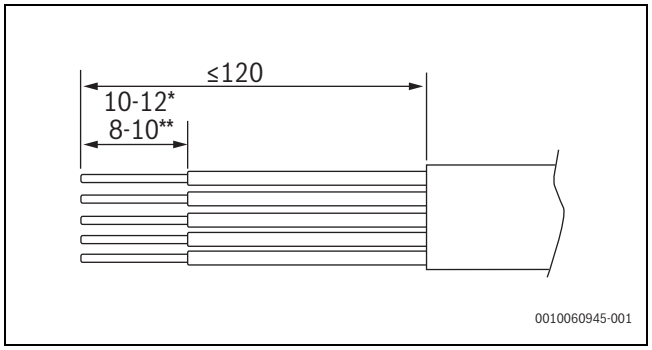

Bild 34 Kabel für den Netzanschluss abisolieren (mm)
- Anschlusskabel für die Stromversorgung durch die Kabeldurchführungen auf der linken Seite (1) führen. Mit 4,8 Nm Drehmoment anziehen.
- CAN-BUS-Anschlusskabel durch die Kabeldurchführungen auf der rechten Seite (2) führen. Mit der Hand anziehen.
- Kabel wie in →Bild 34 gezeigt abisolieren.